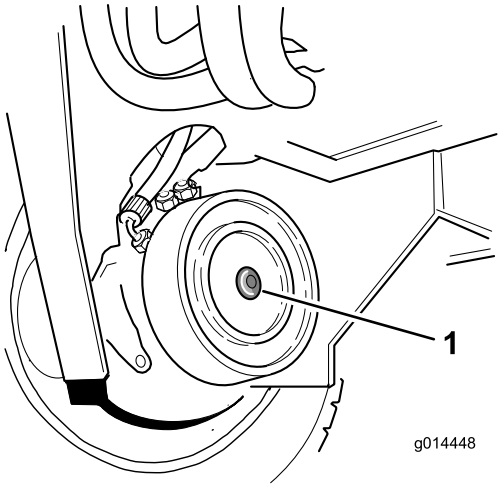

Figur 61
5. Stram sætskruen ind i bremsestemplets gevindskårne hul, indtil bremsen udløses (Figur 61).